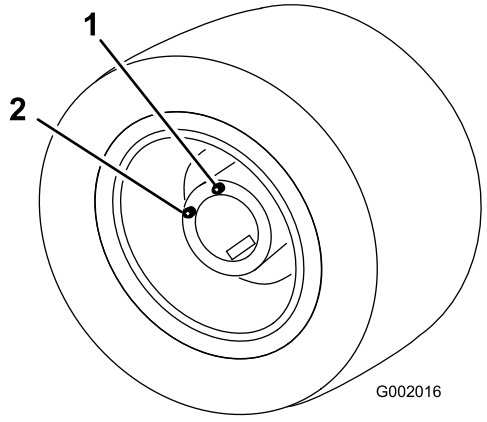

Figur 48
5. Flyt køretøjet langsomt, indtil hjulet er placeret til påfyldning som vist i figur Figur 48